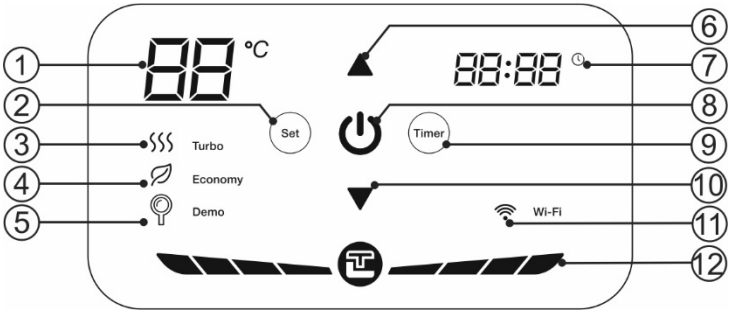

Рисунок 3. Панель управления
Рисунок 3: 1 – указатель температуры, 2 – кнопка «Set», 3 – индикатор «Turbo», 4 – индикатор «Economy», 5 – индикатор «Demo», 6 – кнопка «▲», 7 – указатель времени, 8 - кнопка «I/O», 9 – кнопка «Timer», 10 – кнопка «▼», 11 – индикатор «Wi-Fi» (опционно для моделей Wi-Fi), 12 – индикатор нагрева.
Включение/выключение ЭВН осуществляется кнопкой «I/O» на панели управления (Рис. 3, п.8), при этом на светодиодный индикатор показывает заданную температуру нагрева. Режим «Turbo» влючается автоматически, при этом максимальная мощность составляет 2000 Вт. В процессе эксплуатации ЭВН потребитель может выбирать температуру нагрева при помощи двух клавиш «▲» «▼» (Рис. 3, п.6 и п.10). При кратковременно нажатии клавиш значение температуры будет изменяться на 1 градус в секунду, при долговременном нажатии – на 5 градусов в секунду. Диапазон регулировки температуры составляет от 30℃ до 75℃, а температура по умолчанию составляет 75℃. Нажмите кнопку «Set», чтобы переключить ЭВН в экономичный режим «Economy». При переходе в экономичный режим включается индикатор экономичного режима, и температура будет заблокирована на значении 55℃ при мощности нагрева 1300 Вт. В экономичном режиме температуру нельзя регулировать вручную. Нажмите кнопку «Set» снова, чтобы выйти из экономичного режима.
1. Установка времени включения. указатель времени (Рис. 3, п.7) должен светиться. Нажмите кнопку «Set», установить значение ЧАСЫ с помощью кнопок «▲»
«▼» (Рис. 3, п.6 и п.10). Кратковременное нажатие изменяет значение +1/-1, длительное нажатие - +5 /-5. Диапазон значения ЧАСЫ: 0-23. Повторно нажмите «Set», установите значение минуты таким же способом.
2. Установка времени выключения. Посте установки времени включения нажмите кнопку «Set», иконка должна мигать. Нажмите кнопку «Set», установить значение ЧАСЫ с помощью кнопок «▲» «▼» (Рис. 3, п.6 и п.10). Кратковременное нажатие изменяет значение +1/-1, длительное нажатие - +5 /-5. Диапазон значения ЧАСЫ: 0-23. Повторно нажмите «Set», установите значение минуты таким же способом.
3. При установке значения ЧАСЫ таймер отключится, если кнопок кнопок «▲» «▼» (Рис. 3, п.6 и п.10) не касаться более 5 секунд.